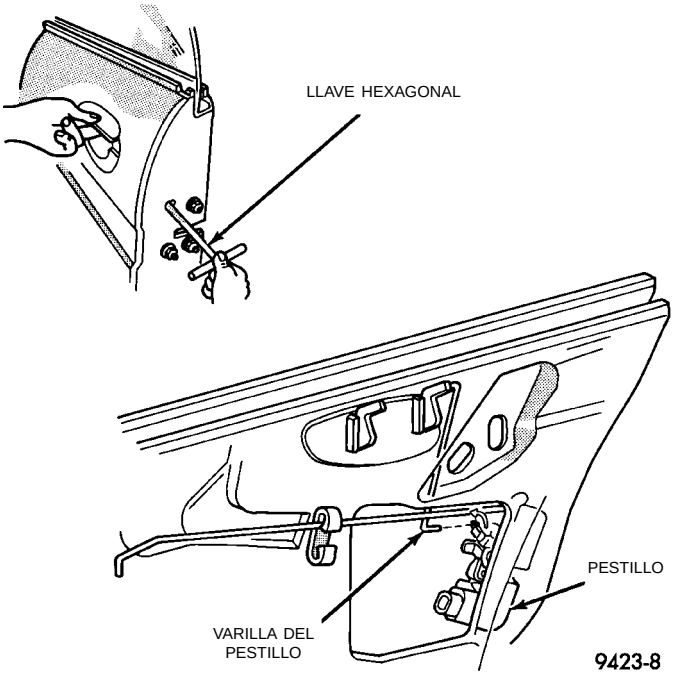

Fig. 88 Ajuste del pestillo de la puerta
(1) Inserte una llave hexagonal a través del orificio alargado en el marco del extremo de la puerta, cerca de la abertura de la placa de tope del pestillo (Fig. 88).
(2) Afloje el tornillo de cabeza hueca del lado de la articulación del pestillo.
(3) Eleve la maneta exterior de la puerta y desengánchela.
(4) Apriete el tornillo de cabeza hueca en el pestillo.
(5) Verifique el funcionamiento del pestillo.